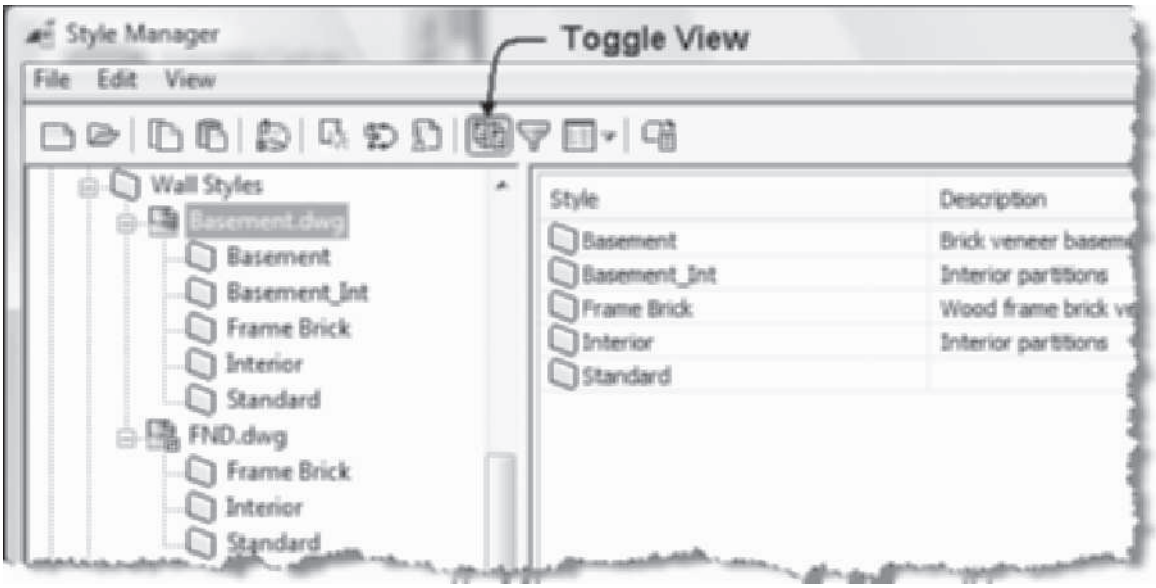

FIGURE 3.99 *Style Manager*
10. Verify that the *Basement.dwg* and the *FND.dwg* drawings are displayed in the left pane. Select the **Wall Styles** category for the Basement drawing in the left pane. Select **Toggle View** on the **Style Manager** toolbar. Expand *Basement.dwg* and *FND.dwg* drawings in the Wall Style category as shown in Figure 3.99.